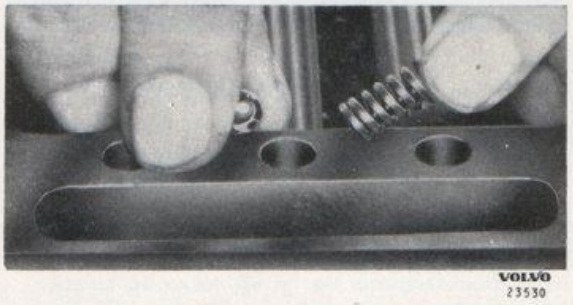

Bild 3-30. Montering av spärrkulor och fjädrar
9. Placera spärrkulor och fjädrar på sina platser, bild 3-30. Montera växellådslocket. Kontrollera att alla växlar går att lägga i och ur.